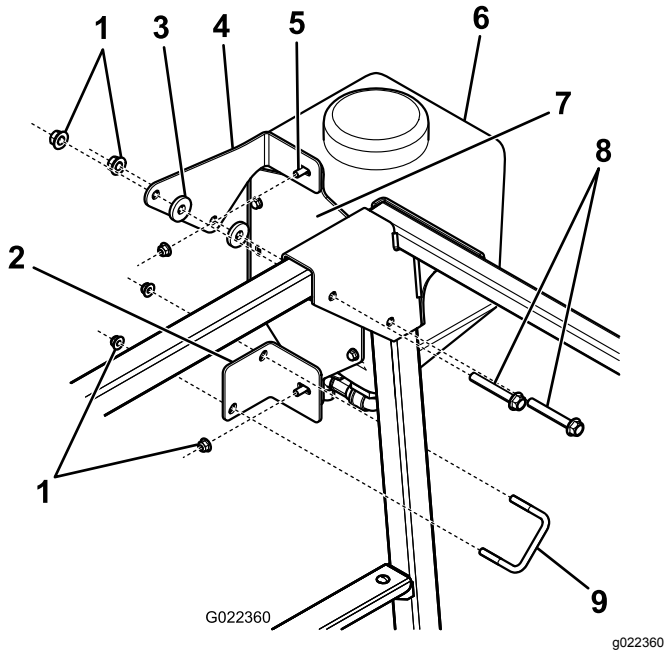

Figur 25
1. Monter de øverste og nederste vandtanksbeslag på vandtanken med to flangehovedbolte og flangemøtrikker (Figur 25).
2. Fastgør det øverste vandtanksbeslag til styrtbøjlen med to spændeskiver, to bolte og de eksisterende møtrikker (Figur 25).
3. Fastgør det nederste vandtanksbeslag til styrtbøjlen med bøjleskruen og to flangemøtrikker (Figur 25).